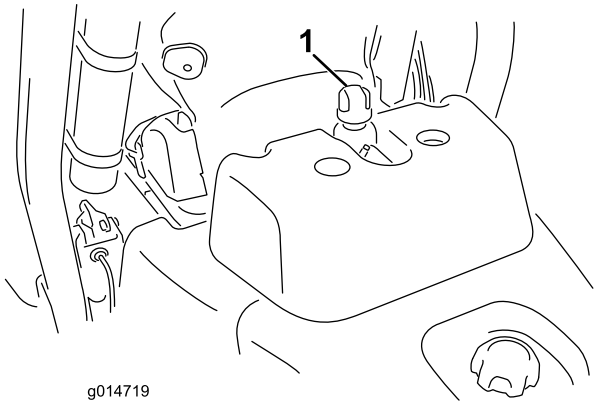

**Figur 31**
2. Skruva av hydraultanklocket (Figur 31).